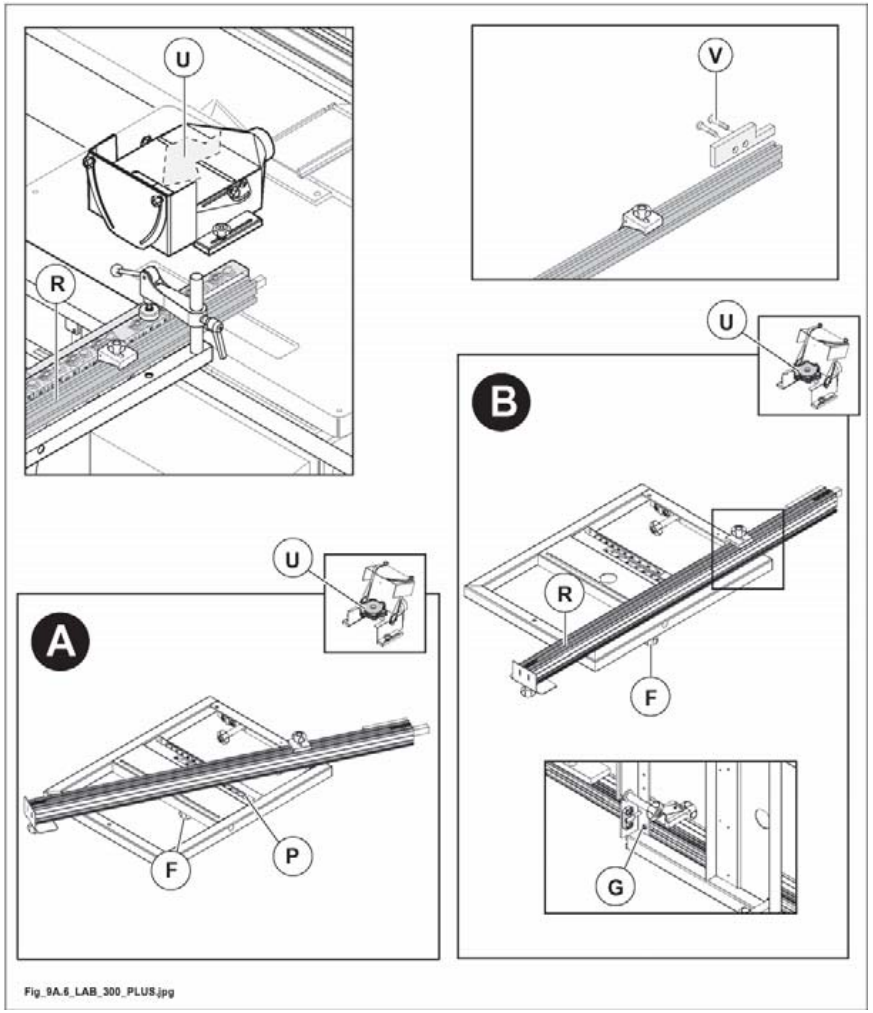

Abb. 9.6
der Splitterschutz ist mit den Schrauben (V Abb. 9.6) am Lineal befestigt.
1) Den Kugelgriff (F Abb. 9.6) lösen.
2) Zum Gebrauch ist die Schiene gemäß den Angaben auf dem Schild (P Abb. 9.6) aufzulegen.
3) Den Kugelgriff (F Abb. 9.6) anziehen.
2) Wird der Stift (G Abb. 9.6) gelockert.
3) Positionierung der Teleskopschiene (R Abb. 9.6) im richtigen Abstand von Werkzeugen (U Abb. 9.6).
4) Die Schraube (G Abb. 9.6) wieder festzihen.
5) Den Kugelgriff (F Abb. 9.6) anziehen.